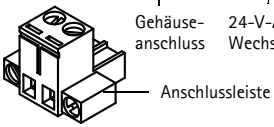

Abbildung 3
3. Ziehen Sie alle 4 Anschlussschrauben fest an, wenn Sie die Kabel mit den Klemmen verbunden haben. Siehe Abbildung 3.